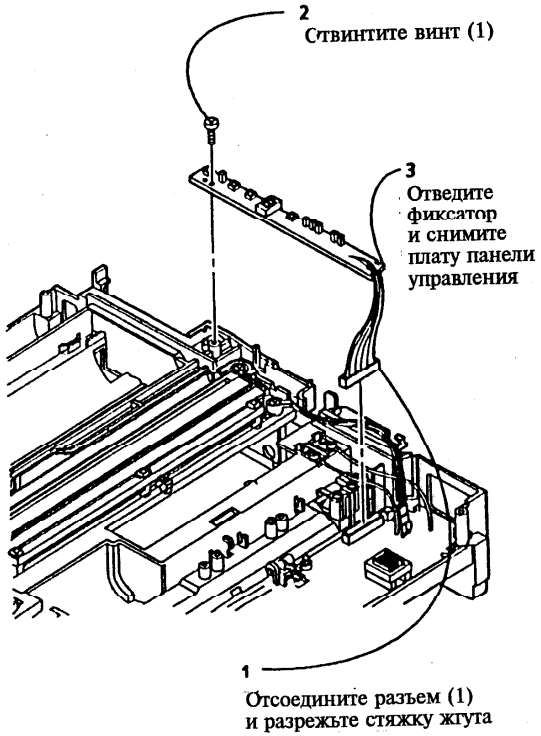

Рисунок 1. Снятие платы панели управления
2. (Рисунок 1): Снимите плату панели управления.